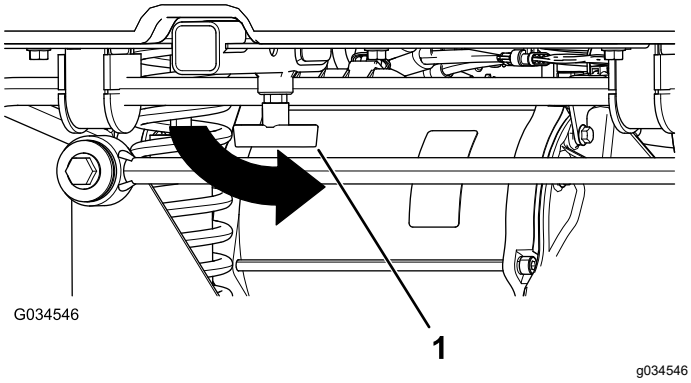

Figur 16
4. Stram "T"-håndtaget ved at dreje det mod uret (Figur 16).